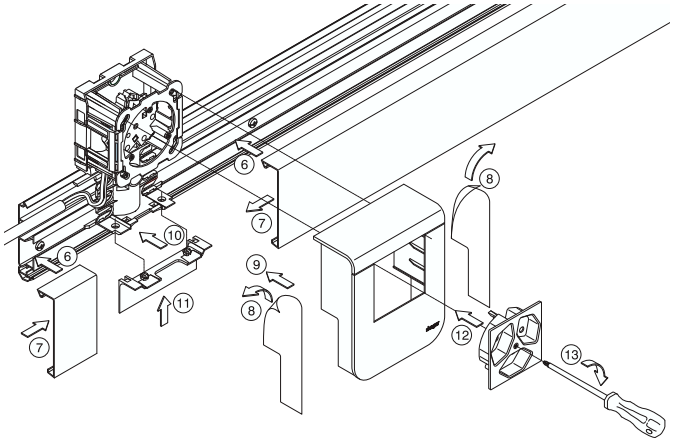

Figure 4
4. Fixer les couvercles du canal et du boîtier d'appareils (fig. 4)